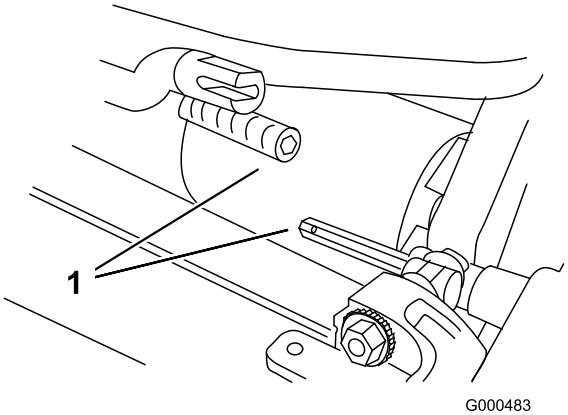

Figuur 4
3. Duw het maaidek onder de tractie-eenheid en vervolgens naar links om de transmissiekoppeling te laten aangrijpen (Figuur 4).